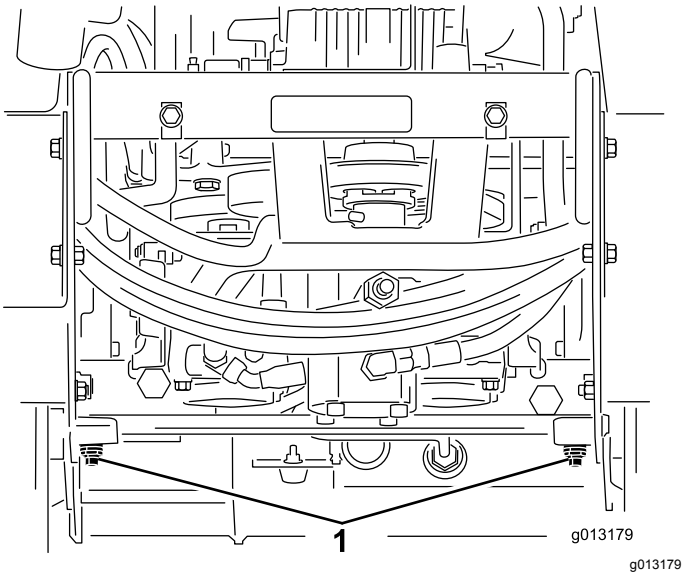

Figur 18
4. Använd en skruvnyckel och vrid bogserventilerna på hydraulpumparna två varv motsols (Figur 18).